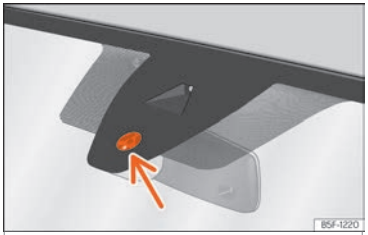

Fig. 108 Superficie sensible del sensor de lluvia.
Las posibles causas de anomalías e interpretaciones erróneas *en la zona de la superficie sensible* ››› **fig. 108** del sensor de lluvia son, entre otras:
- **Limpie regularmente la superficie sensible del sensor de lluvia ››› fig. 108 (flecha) y compruebe posibles daños en las escobillas.**